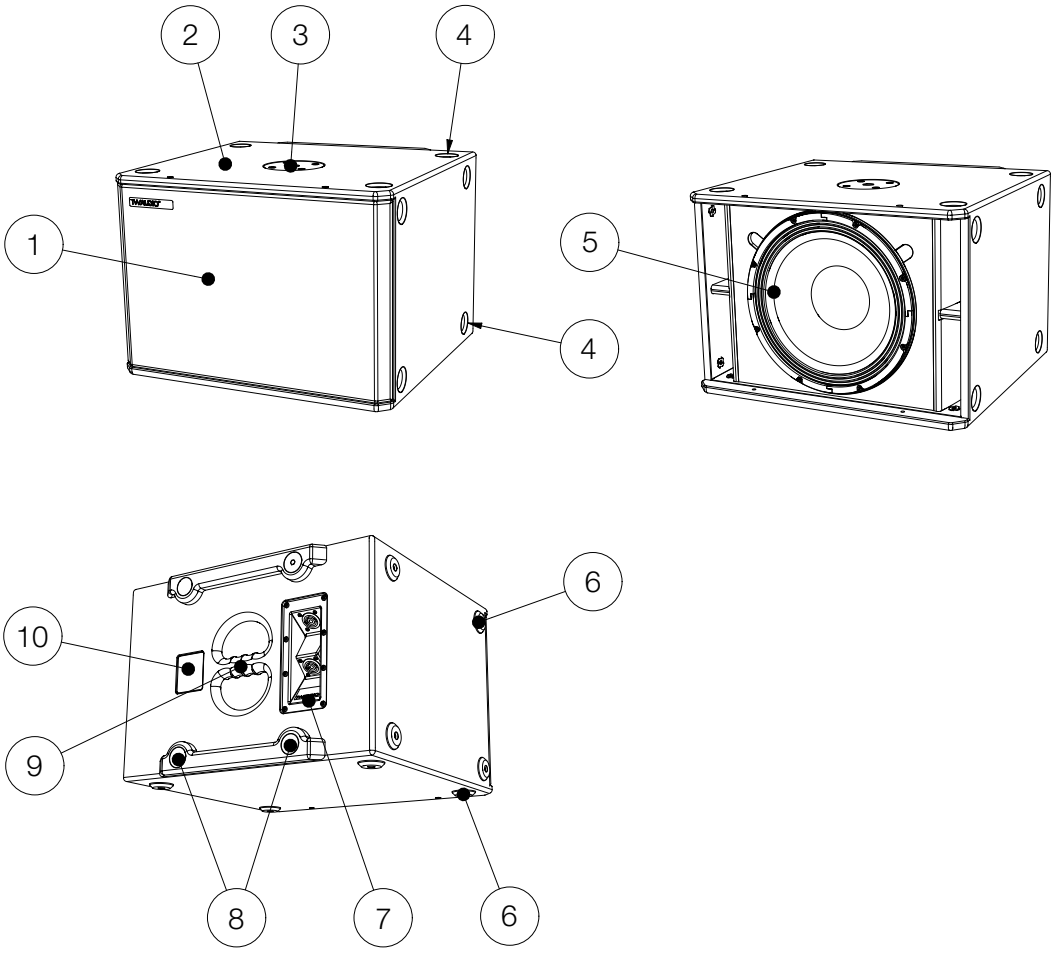

Figure 2.1 - Overview
Make sure that the maximum load of 50 kg / 110 lbs for the M20 pole mount flange is not exceeded! Figure 2.1 – Item 2.
The M20 pole mount flange (figure 2.1- item 2) is not designed for side forces once mounted – do not apply any pressure from the sides.
Please note that only centered loads are allowed to be placed on the M20 pole mount flange – Figure 2.1 – Item 2.
To set up the cardioid operating mode of the B12 loudspeaker, two B12 loudspeakers can be mechanically connected back to back with a magnetic system built into the enclosure (see figure 2.1 - Pos.8). The two B12 loudspeakers can be placed horizontally or vertically.